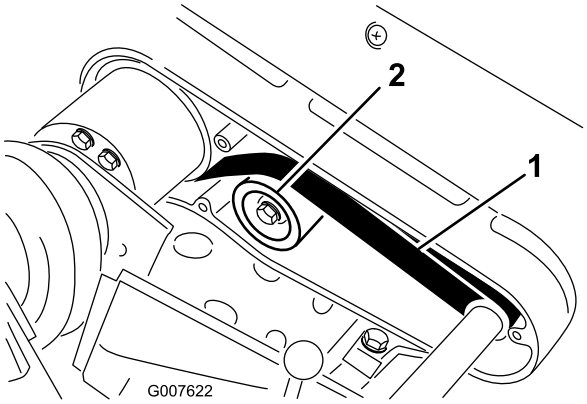

Figur 39
2. Kontroller spændingen ved at trykke remmen ned midtvejs mellem remskiverne (Figur 39) med en kraft på 22 til 26 N.
A. Løsn styreremskivens monteringsmøtrik, og drej styreremskiven med uret mod bagsiden af remmen, indtil den ønskede remspænding opnås (Figur 39).